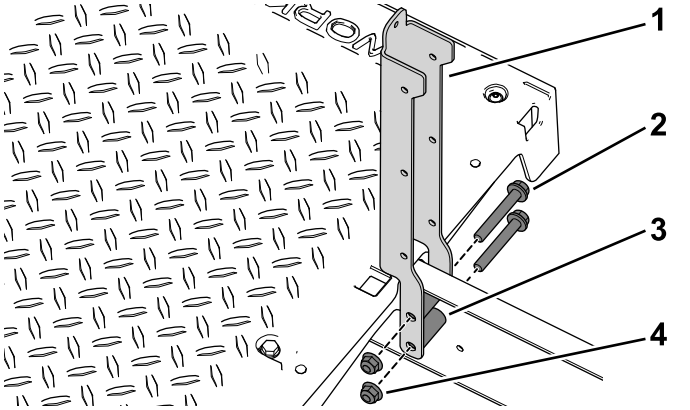

Figur 92
2. Bruk de fire flensboltene (3/8 x 2-1/2 tomme), avstandsstykkene og flensmutrene til å feste den venstre og høyre setestøtten til maskinen (Figur 92).